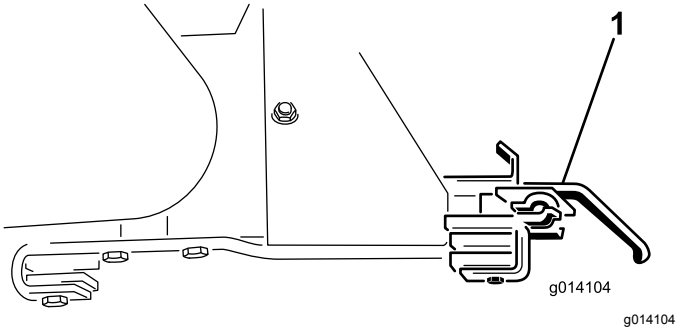

Figuur 59
18. Verwijder de twee bevestigingsbeugels voor de opties (Figuur 59).